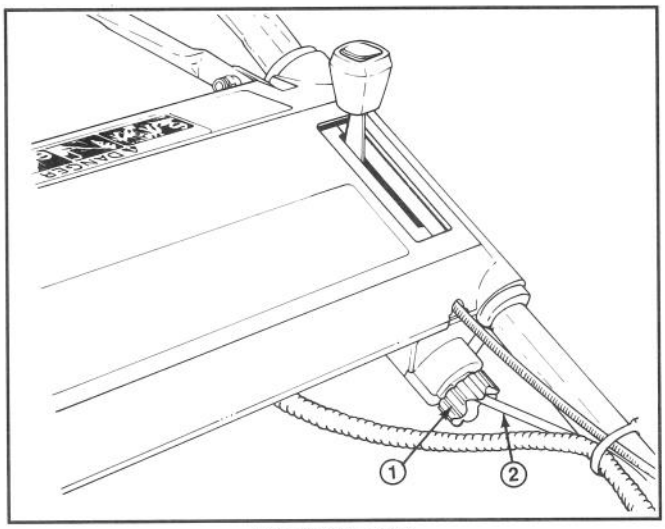

Afbeelding 21
2. Draai de regelingsknop (Afb. 21) een halve slag naar rechts om de aandrijfriem aan te spannen of een halve slag naar links om de riem te ontspannen. Houd de bedieningskabel vast zodat deze niet meedraait.